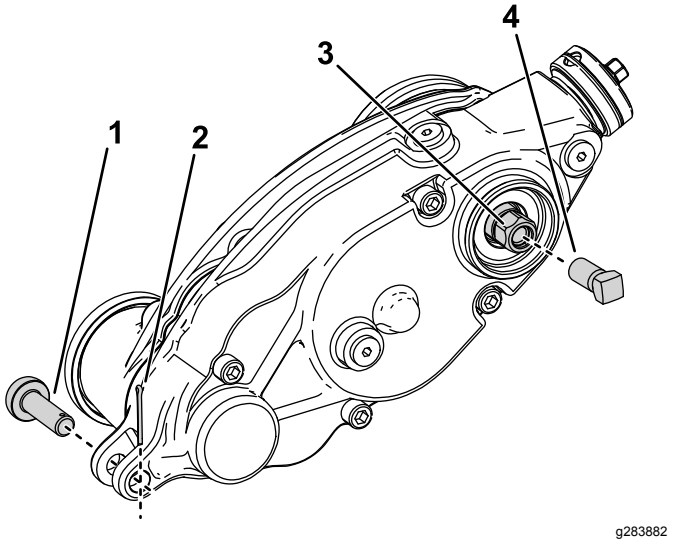

Figur 29
3. Avlägsna justerstiftet och saxsprinten som ansluter trimmardrivningens låda på justerarmarna (Figur 29).
5. Montera förstärkningsskruven (artikelnr 1-803022 – säljs separat) på de inre gängorna av trimmardrivningens sexkantskruv och dra åt till 13,5 Nm enligt Figur 29.
6. Avlägsna trimmardrivningens låda från klippcylindern genom att vrida trimmardrivningens sexkantsskruv (Figur 29).